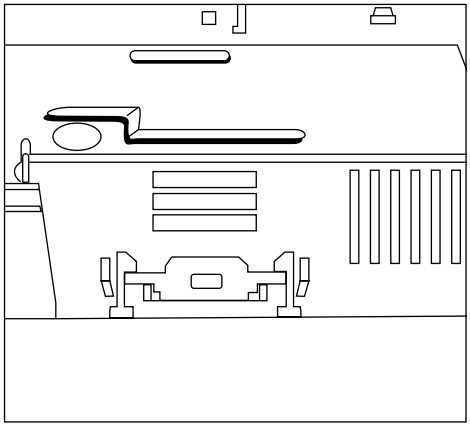

Figure 3-10. Securing J1
5. Slide J1 under the printer mounting plate to the keyboard access opening. Pull it through the opening and secure it with the retaining clips (where J16 originally was). See *Figure 3-10*. (Some cables are marked with KBD or Keyboard rather than •.)